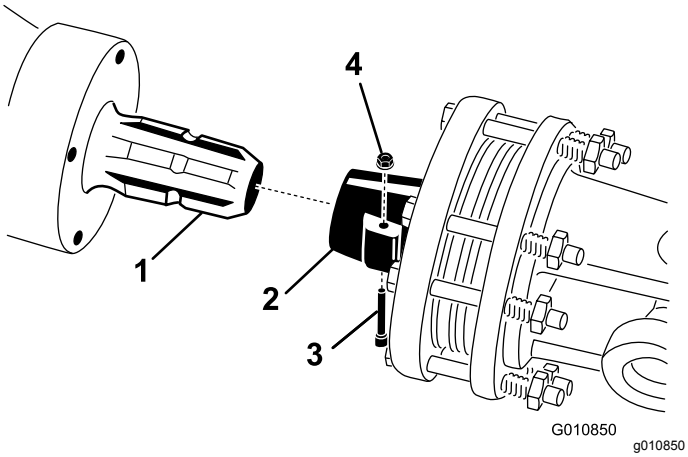

Figur 23
1. Fjern tappen og mutteren fra kraftuttaksakselen (Figur 23).
2. Koble clutchenden på kraftuttaksakselen til den inngående akselen på luftemaskinens girkasse, ved hjelp av tappen og mutteren som du fjernet tidligere (Figur 23). Det er kun én måte å sette inn tappen på.